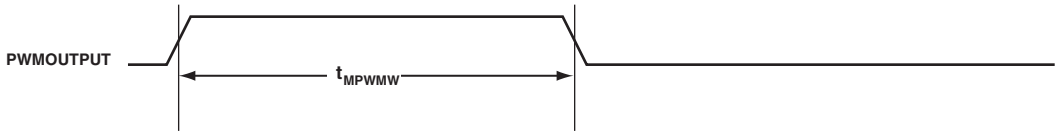

*Figure 57. PWM MP Mode Timing, Output Pulse*
Table 86 and Figure 57 describe medium precision (MP) PWM operations.